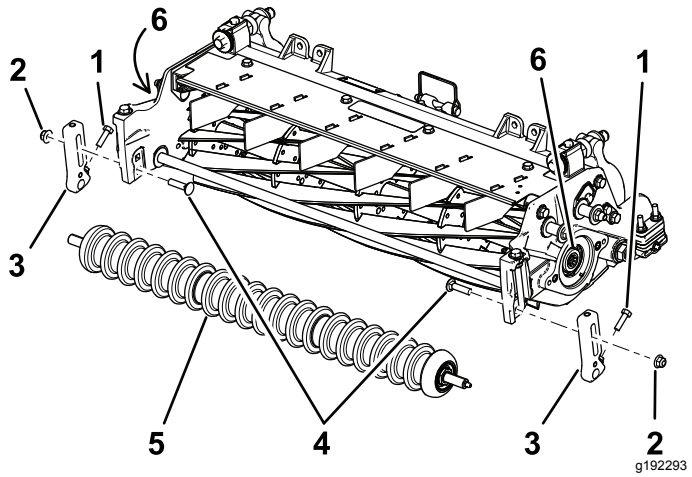

Figur 3
2. Ta bort vagnsskruvarna och låsmuttrarna som håller fast klipphöjdsfästena vid klippenhetens sidoplåtar (Figur 3).
3. Lossa de skruvar som håller fast klipphöjdsfästena vid den främre rullens axel (Figur 3).
4. Ta bort de monterade klipphöjdsfästena och den främre rullen från klippenhetens sidoplåtar (Figur 3).
6. Ta bort och kassera den räfflade insatsen från båda ändarna av cylinderaxeln med hjälp av verktyget för cylinderdrivningsaxeln (artikelnummer TOR4074 för 17,8-centimeterscylindern). Se Figur 3.